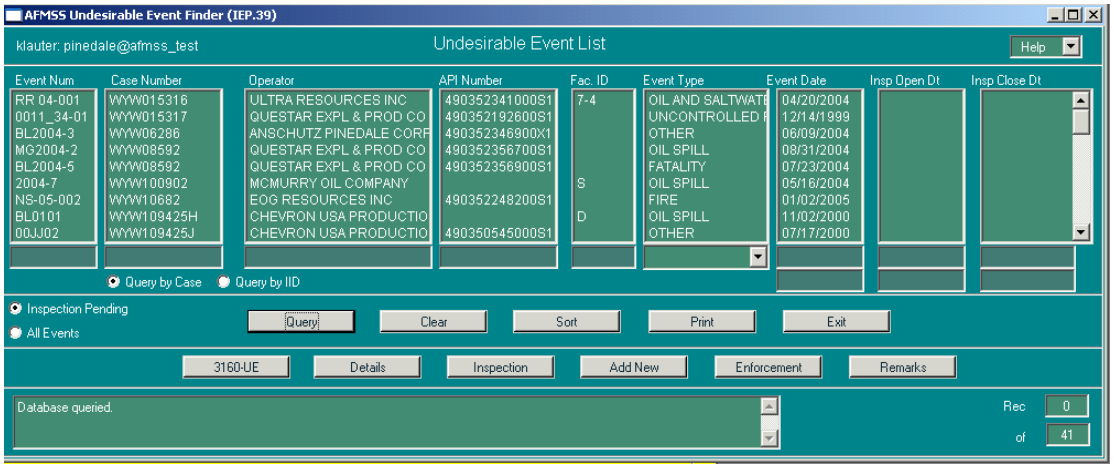

Figure 4-58. Non-Indian AFMSS Undesirable Event Finder (IEP.39) Window
1. From the *Non-Indian AFMSS Main Menu* select **Monitoring**. Select **Undesirable Events**. This launches the *Non-Indian AFMSS Undesirable Event Finder (IEP.39)* window (Figure 4-58).